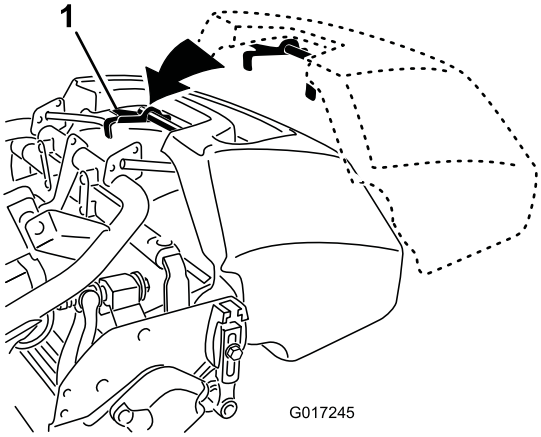

Figur 21
2. Før opsamlerens kant ind mellem klippeenhedens sideplader og hen over frontrullen (Figur 21).
3. Monter opsamlerens kroge over stellets øje (Figur 21).